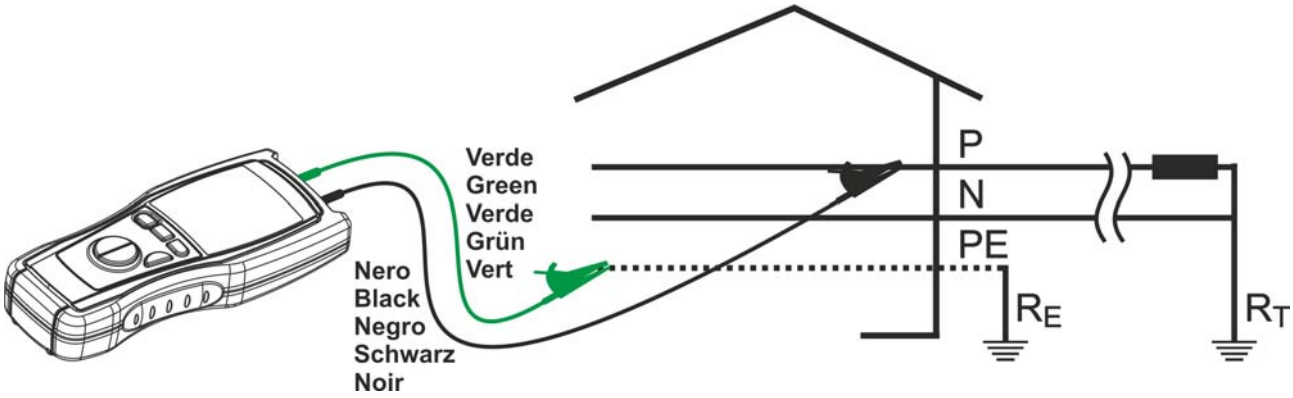

Fig. 3: Connection of the instrument's terminals during V≂ Hz test
5. Connect the cables to the desired points of the circuit under test as shown in Fig. 3. The voltage and frequency values will be displayed with automatic range selection.